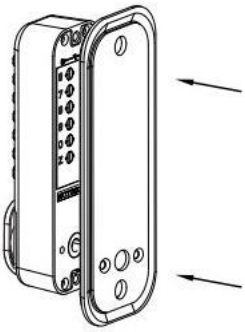

FIGURA 7A
1) Instalación en puertas de 35~42 mm de espesor, inserte la almohadilla de goma (como se muestra en la figura 7A).